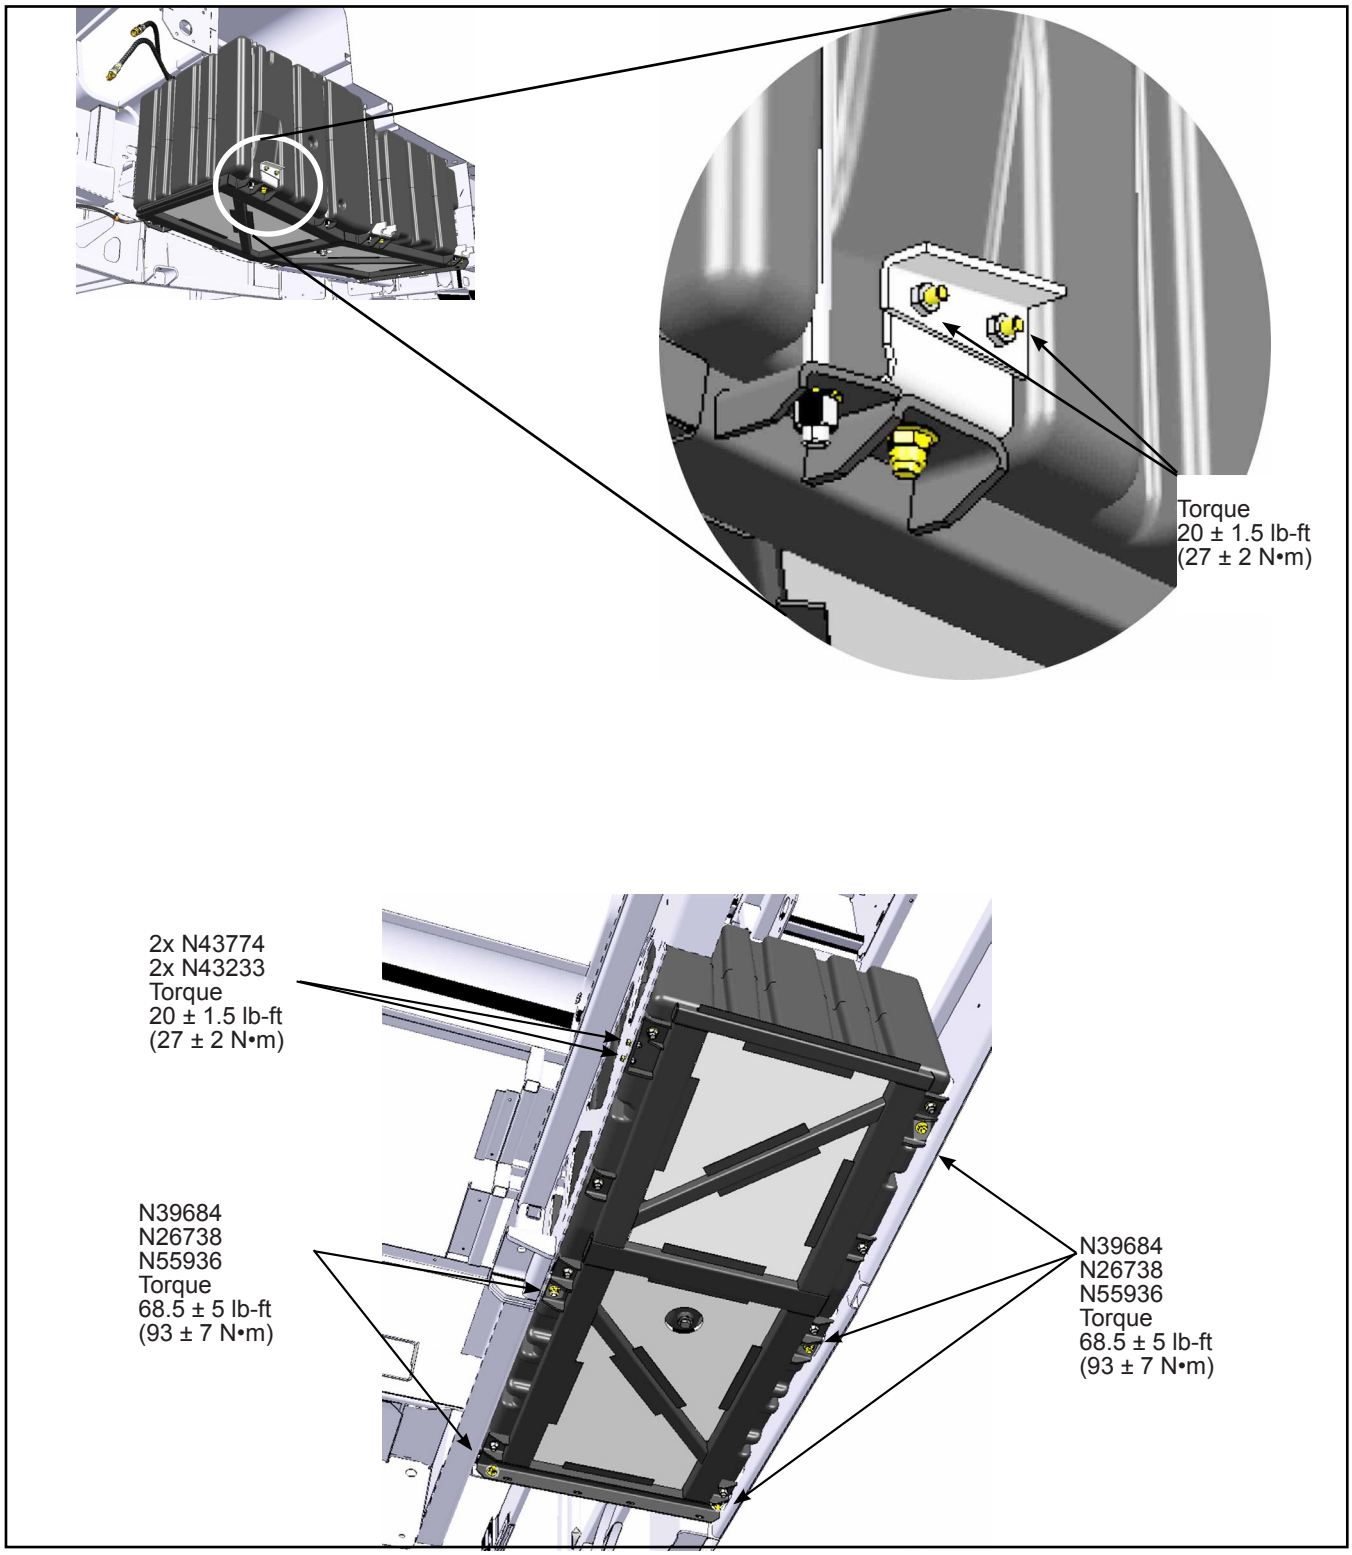

Figure 16 - Torque Values for Fuel Tank Assembly
1.31. Install the new hardware to hold the cradle to the structure. Tighten the fuel tank assembly to the torques specified in Figure 16.